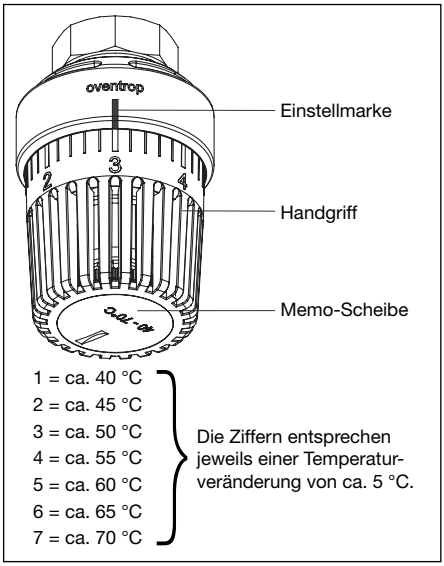

Abb. 8.4 Einstellung Trinkwassertemperatur
- Zapftemperatur muss die gewünschte Vorgabe erreichen. Gegebenenfalls Einstellung am thermostatischen Temperaturregler prüfen (Abb. 8.4).